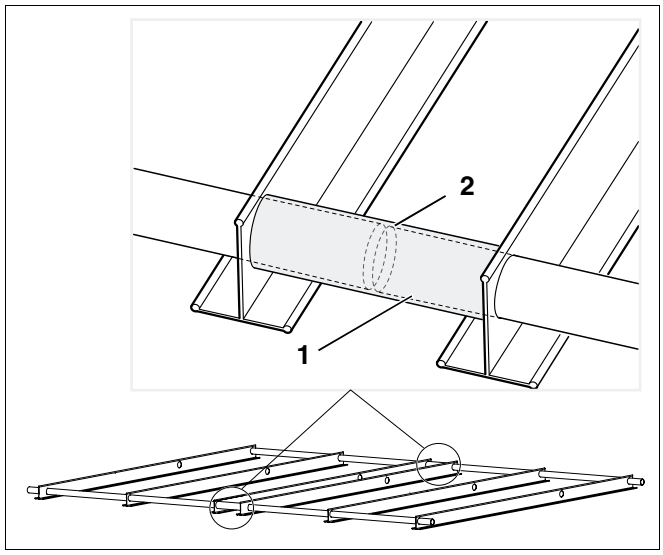

Afb. 27 Passtukken tussen twee basisframes
- Schuif de twee bijgeleverde passtukken (afb. 27, **pos. 1**) over de steunbuizen van het eerste basisframe.
Let erop, dat u de steunbuizen telkens tot in het midden van de passtukken (afb. 27, **pos. 2**) schuift.